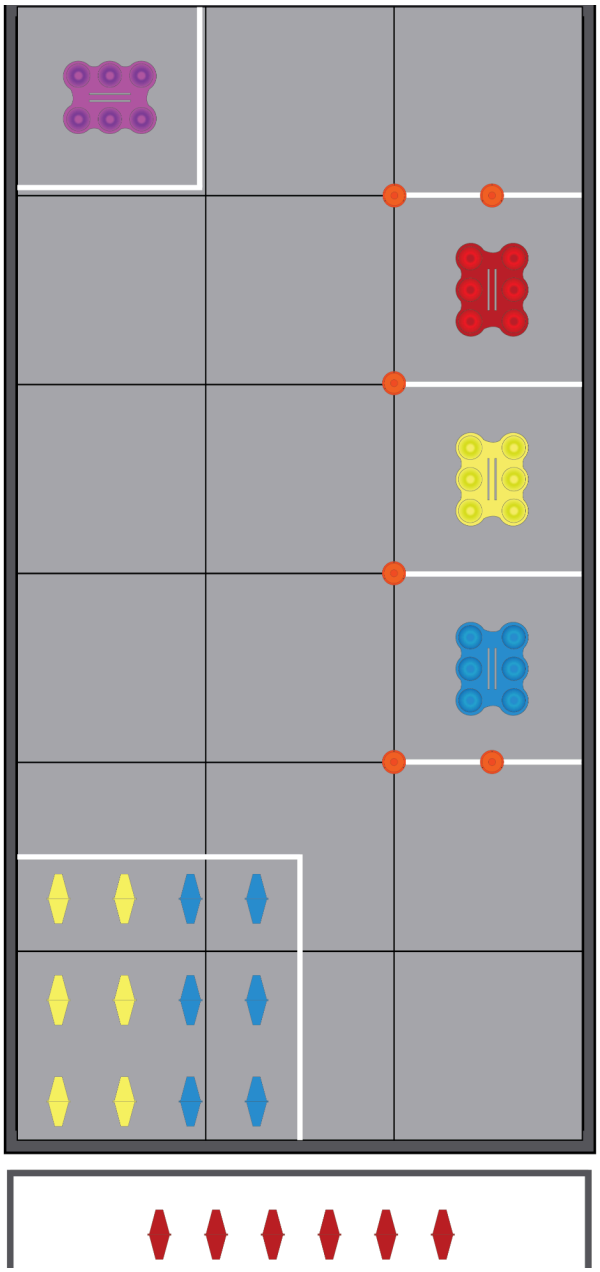

Figure 1.2: Field layout
- **Obstacle** - One of six orange plastic obstacles on the field that represent structural supports the robot must avoid when navigating the field; obstacles are placed on the tape lines surrounding the storage zones as shown on figure 1.2; each obstacle is approximately 3” high and 3.3” wide